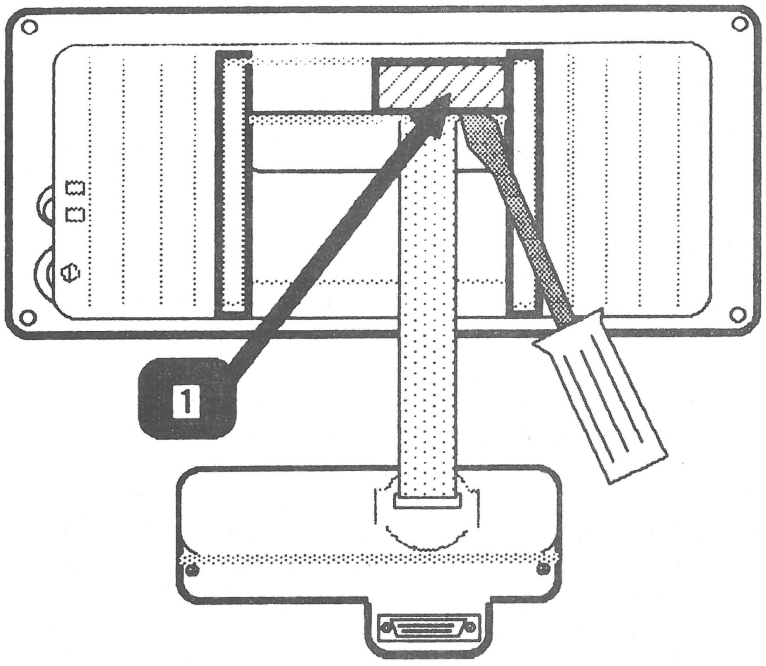

FIGURE 10
1. Place the Flat Panel Display face down on a protective foam pad and orient it as shown in Figure 10.
5. Use a flatblade screwdriver to pry off the flat panel cable brace (Figure 10, #1).
8. Snap the plastic cable brace back into place on the back of the flat panel. (See Figure 10, #1.)